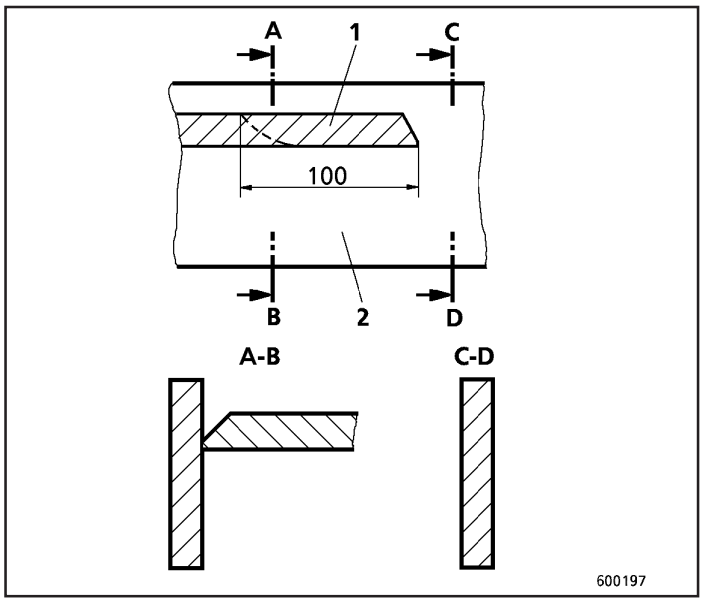

Fig.83
2. Faça um rasgo longitudinal de aproximadamente 100 mm entre a chapa lateral (2, Fig. 83) e de base (1) além da borda da chapa de base.